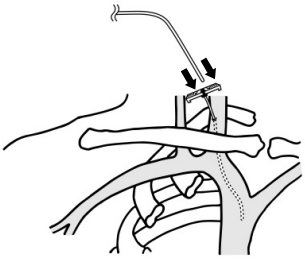

図 4
8) シースの中にカテーテルを挿入し、X線透視等の下でカテーテルの先端を目的部位にゆっくりと進めていく（図 4）。